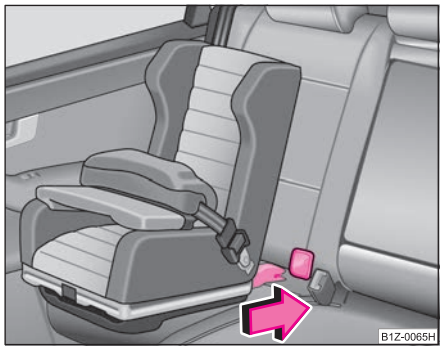

Fig. 163 The ISOFIX child seat is pushed into the mounting funnels
– Push the notched arms of the child seat over the mounting funnels into the locking eyes, until it is heard to lock ⇒ page 182, fig. 163.